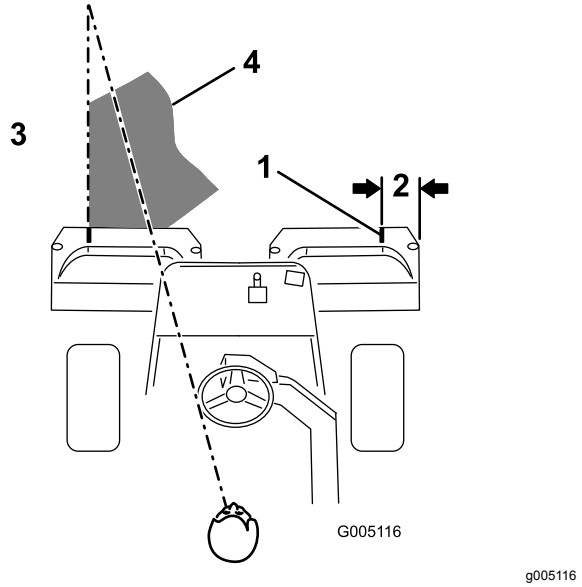

**Figuur 23**
**Opmerking:** Om ervoor te zorgen dat u het gazon in een rechte lijn maait en de machine op een gelijke afstand van de rand van de vorige maaibaan blijft, moet u uitgaan van een denkbeeldige zichtlijn, ongeveer 1,8 tot 3 m vóór de machine tot de rand van het ongemaaide deel van de green (Figuur 23). Sommige bestuurders vinden het handig de buitenrand van het stuurwiel deel te laten uitmaken van de zichtlijn; d.w.z. de rand van het stuurwiel in een rechte lijn te houden ten opzichte van een punt dat altijd op dezelfde afstand van de voorkant van de machine blijft.